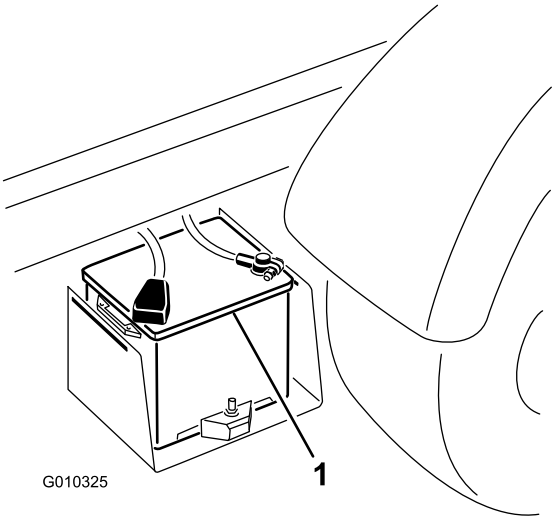

Figuur 50
2. Sluit een startkabel aan tussen de positieve polen van de 2 accu's (Figuur 50).